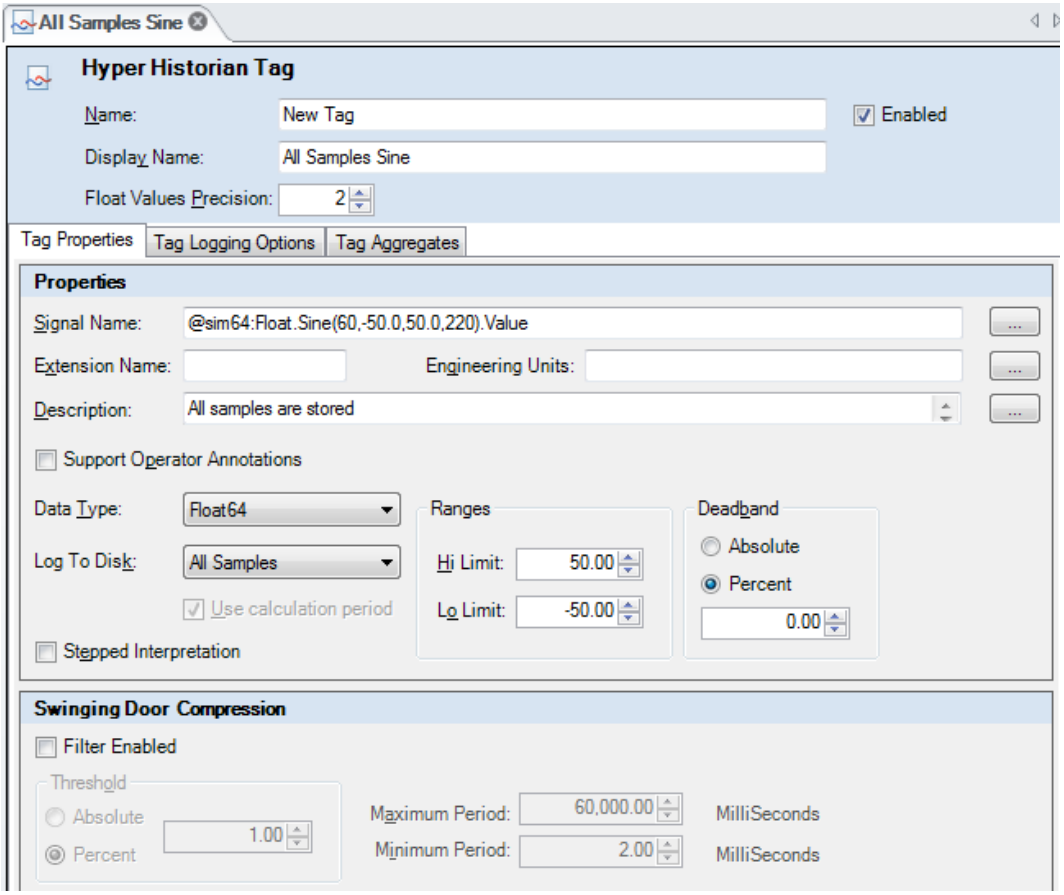

Figure L3.5 - Configuration of a Hyper Historian Tag
1. Right-click the new **Collector Group** and select **+ Tag** from the pull-down menu. A new tag is added to the group and the new tag's configuration dialog opens, as shown in Figure L3.5. Now we are going to configure a tag.